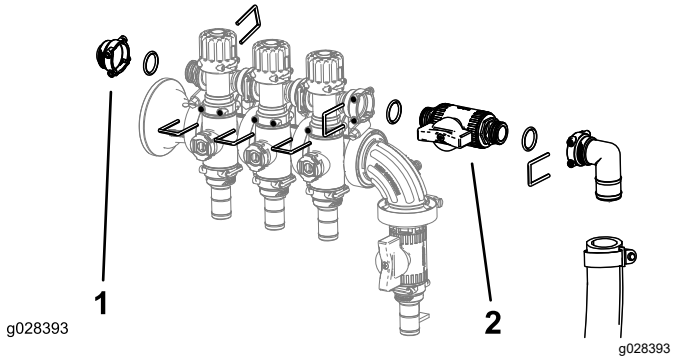

Figura 6
5. Instale o conjunto de ajuste de derivação, tampão fêmea, anéis de retenção, válvula de bloqueio e conjunto de união e tubo utilizando os retentores previamente removidos como se mostra na Figura 6.